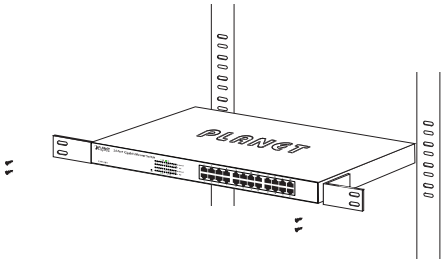

Figure 6: Mounting the Gigabit Ethernet Switch in a Rack
Step 5: After the brackets are attached to the Gigabit Ethernet Switch, use suitable screws to securely attach the brackets to the rack, as shown in Figure 6.